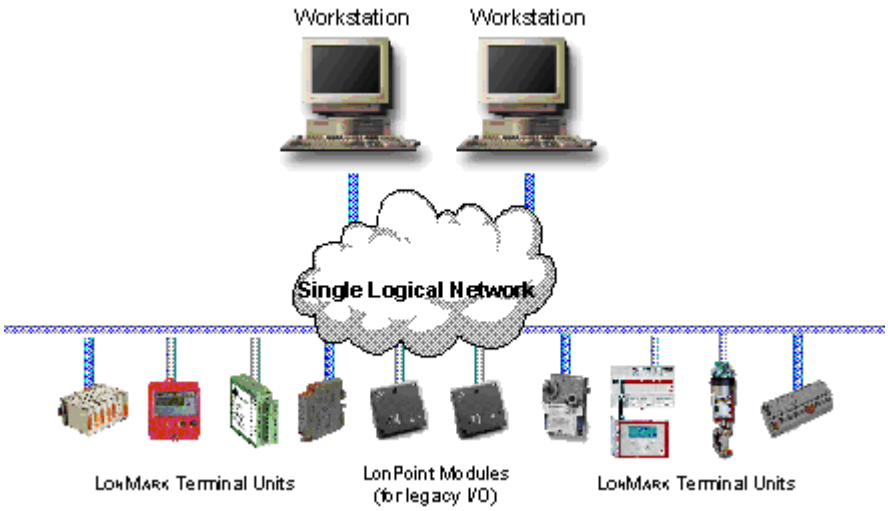
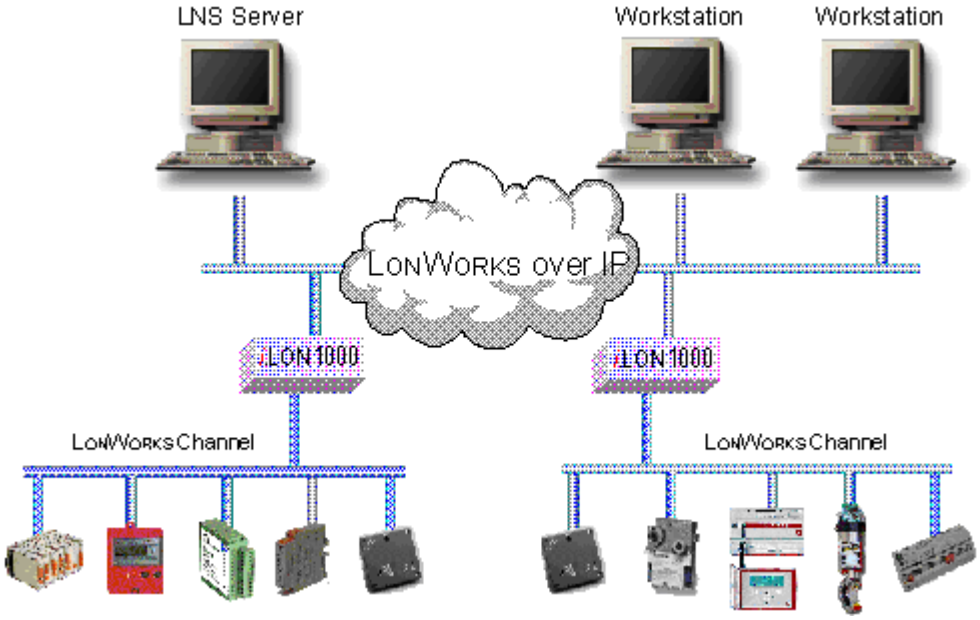
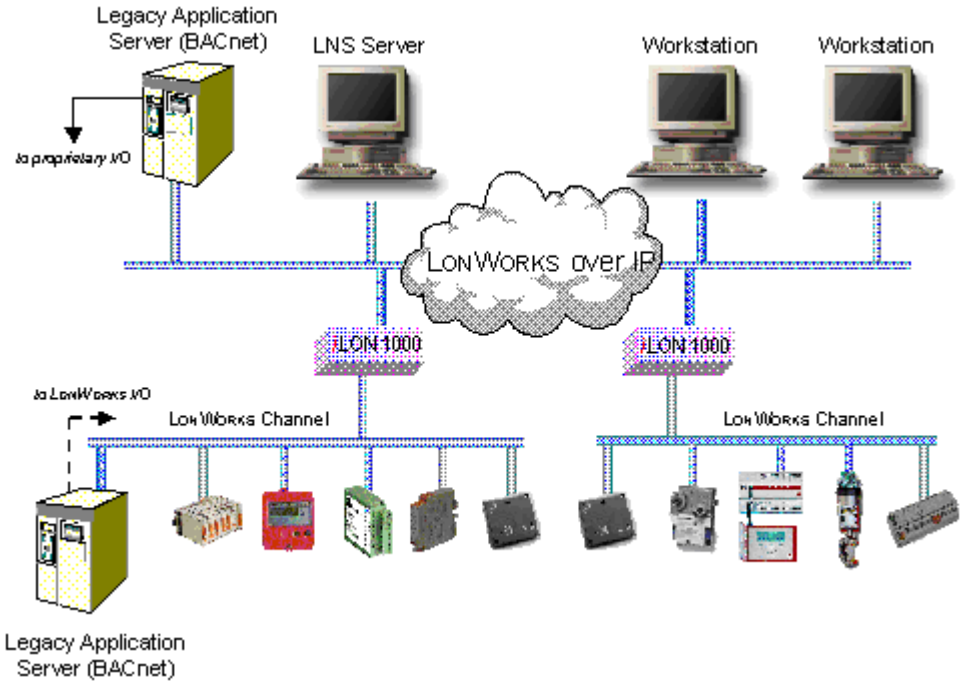

Figure 11 A fully distributed LONWORKS system
Figure 12 Open LonWorks Network with IP Backbone
Figure 14 Open LONWORKS Network with Ethernet Backbone and BACnet Servers
The lowest cost and most powerful way to deploy LONWORKS networks is to build highly distributed peer-to-peer systems. **Figure 11** illustrates the logical concept of this approach. The physical implementation may include backbones and routers as required to mediate traffic and provide required performance, but the important point is that the workstations at the top of the figure can access any point in any device without going through a proprietary gateway. While this approach requires a paradigm shift in implementation of control architectures, it also results in lower cost, more adaptable systems. Most end users and integrators have realigned their thinking and accept this solution over hierarchical solutions. Market demand has naturally evolved to reflect the owner's desire to implement truly open systems.
With the distributed control architecture shown in **Figure 11**, users can, in fact, use high-speed backbones as a transport mechanism for their LONWORKS messages if they desire. They should simply do so using standard data transport techniques like the Internet Protocol (IP) instead of proprietary protocols. As shown in **Figure 12**, the system now uses routers between channels, instead of gateways. One such router is the Echelon i.LON 1000. These routers *tunnel* LONWORKS packets into IP packets and vice versa. If you think of a LONWORKS packet as a letter (the data) inside an envelope (the packet addressing information) and delivered to its addressees by the LONWORKS network, then a tunneling router simply encloses this LONWORKS envelope inside a bigger IP envelope, with a different kind of addressing. The wide-area network delivers this to the addressed remote router or IP device where the outside envelope is discarded and the LONWORKS envelope is placed onto the local network segment or device. This makes the system easier to install, monitor, troubleshoot, and maintain since
The IP backbone shown in **Figure 12** may be local to a building, factory, or plant, or may be geographically distributed using the Internet or a virtual private network (VPN). The workstations may be at the same physical locations as any of the LonWorks channels, or may be geographically remote. This architecture is therefore useful for large systems such as multi-story buildings or large processing plants, where each floor of the building or subsystem of the plant is connected to an IP backbone. This architecture is also useful for geographically dispersed systems such as large campus sites, school districts, or enterprise-wide monitoring applications with many buildings or plants in different cities and countries.
provide connectivity to both the LonWorks channels as well as the IP channel. This approach does not provide the performance and flexibility of that shown in **Figure 12**, however, it may provide a cost savings for small systems that require a local PC for supervisory control or a local HMI application since the PC can support both the local application as well as provide IP connectivity. From an application standpoint, there is no difference in the application running on any of the PCs within the two networks. LNS transparently manages the differences between the two networks, and allows a system to be easily be migrated from one approach to the other.
BACnet, why use BACnet? The market should continue to embrace BACnet to the extent that it leverages the user's ability to demand openness from the proprietary legacy systems with which they are burdened. Reference the architecture in **Figure 14**.
In this architecture, subsystems can communicate with legacy systems using BACnet-style servers, just as they do in **Figure 14**. Unlike **Figure 14**, however, there is complete network connectivity as in **Figure 12**. In this architecture, the value of interoperability is high, since any new device can share data with any other new device no matter where they are located in the system. This approach provides the infrastructure for system installation, monitoring, troubleshooting, and maintenance and it provides the infrastructure to allow BACnet servers to communicate with one another. The BACnet servers are still gateways, however, and do not allow seamless interaction.